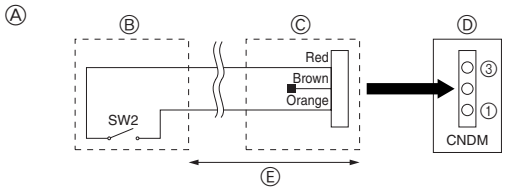

Fig. 8-2
8.2. Behovsfunktion (ändring på plats) (Fig. 8-2)